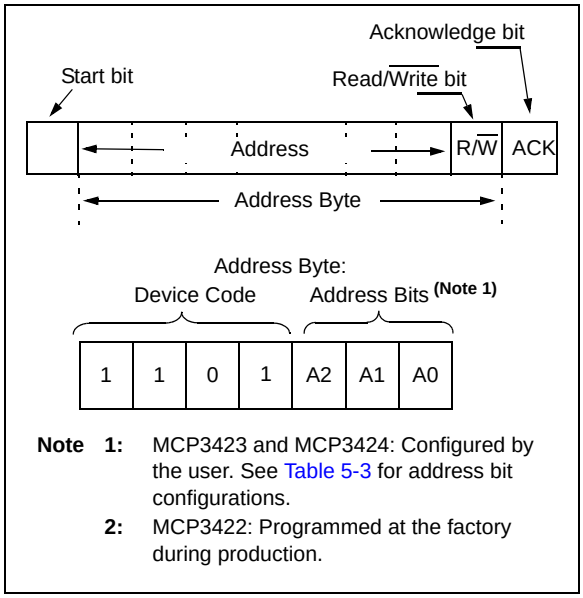

FIGURE 5-1: *Address Byte.*
The first byte after the START bit is always the address byte of the device, which includes the device code (4 bits), address bits (3 bits), and R/$\overline{W}$ bit. The device code for the devices is **1101**, which is programmed at the factory. The I^{2}C address bits (A2, A1, A0 bits) for the MCP3423 and MCP3424 are user configurable and determined by the logic status of the two external address selection pins on the user's application board (Adr0 and Adr1 pins). The Master must know the Adr0 and Adr1 pin conditions before sending read or write command. Figure 5-1 shows the details of the address byte.
Figure 5-1 shows the address byte. Figure 5-3 through Figure 5-5 show how to write the configuration register bits and read the conversion results.
– See Figure 5-1 for details in Address Byte.
- See Figure 5-1 for details in Address Byte.